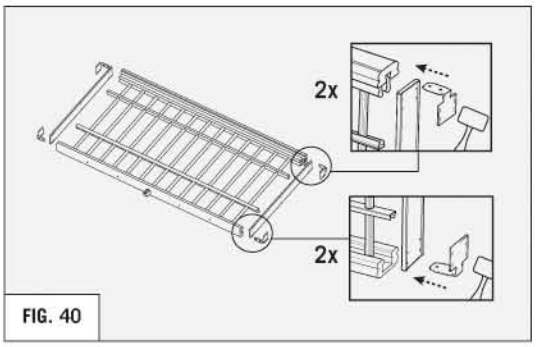

FIG. 40
8. Install metal brackets and mounting plates using a rubber mallet. **(REFER TO FIG. 40)**